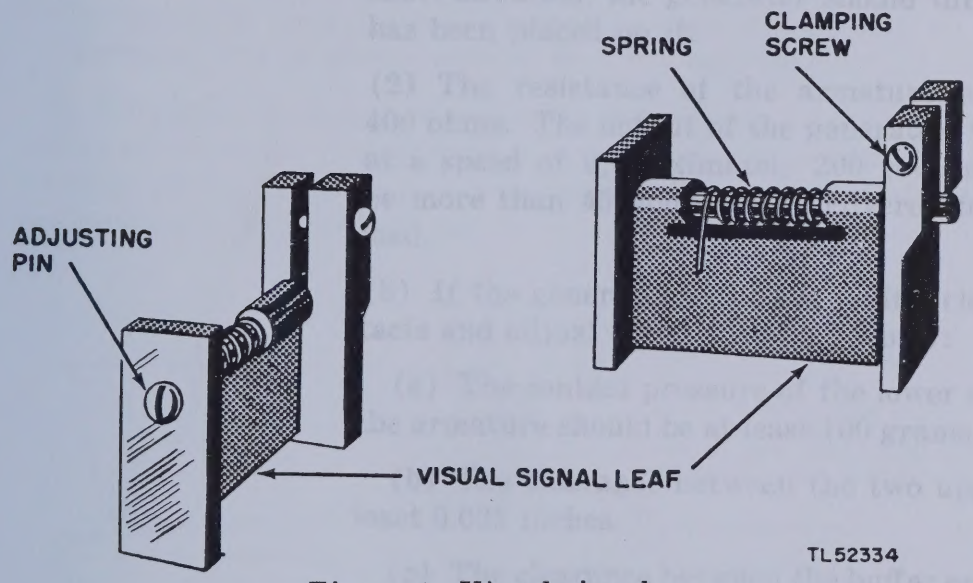

Figure 9. Visual signal.
a. Visual Signal. (1) The spring tension on the visual-signal leaf should be adjusted so that the leaf will just barely be held in place by the magnet. If this condition is not met, weak ringing currents will not operate the visual signal. To adjust the spring tension, follow the procedure given below.
(2) Release the visual-signal leaf by hand, and hold the leaf close to the magnet. Loosen the clamping screw which holds the adjusting pin in position (fig. 9). Turn the adjusting pin to regulate the tension on the spring. The tension on the spring should be adjusted so that the magnet will just barely hold the leaf in position. If the spring tension is too loose, weak ringing currents will not operate the signal.
(3) When the spring tension has been adjusted properly, tighten the clamping screw which holds the adjusting pin in place.